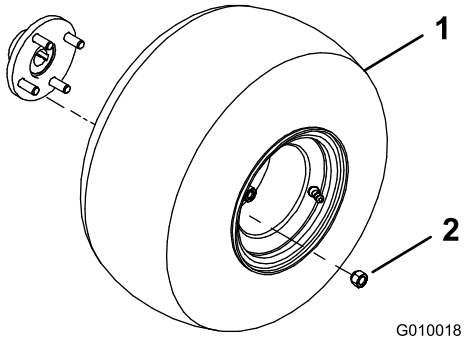

**Rysunek 3**
2. Zamontuj zespół koła na każdej piaście koła tylnego (Rysunek 3).
3. Załóż nakrętki zabezpieczające (Rysunek 3) i dokręć je momentem o wartości 61 do 75 Nm.